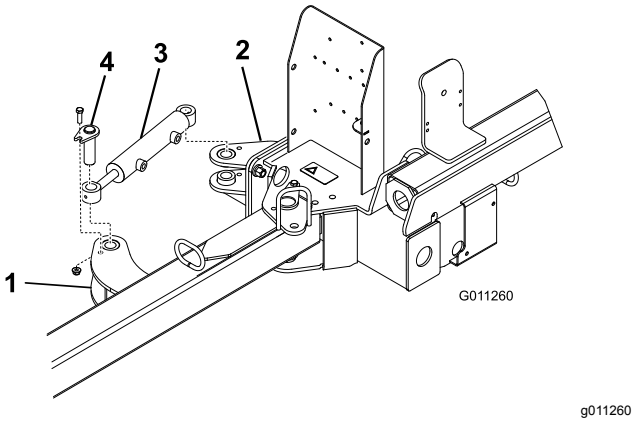

Figuur 6
2. Bevestig beide uiteinden van de hydraulische cilinder aan een lip met behulp van een penconstructie, een bout (⅜" x 1¼") en een flensmoer (⅜") (Figuur 6).